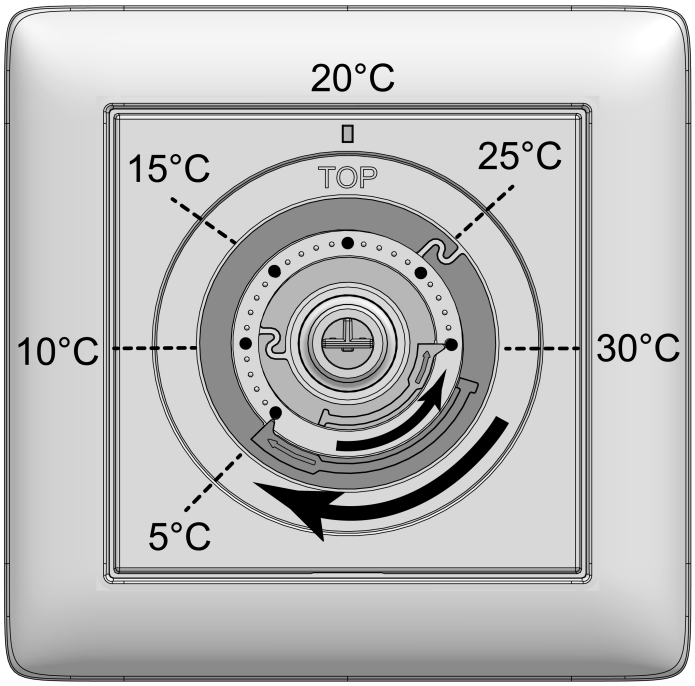

Afbeelding 3: Instelringen voor de temperatuurbegrenzing
- Trek de bedieningsknop (5) van de centraalplaat (4) af, zodat de instelringen (7) zichtbaar zijn (zie afbeelding 3). De op de afbeelding getoonde temperatuurwaarden dienen slechts ter oriëntatie.